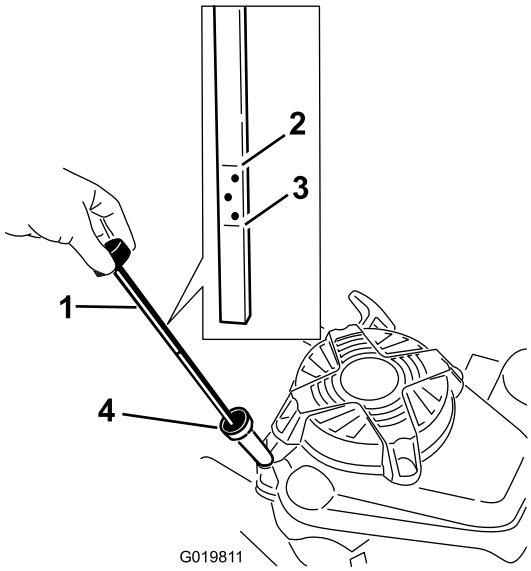

Figura 10
Prima di usare il tosaerba, verificate sempre che il livello dell'olio si trovi fra le tacche **Add** (rabboccare) e **Full** (pieno) sull'asta di livello (Figura 10).
2. Pulite attorno all'asta di livello (Figura 10).
6. Controllate il livello dell'olio sull'asta (Figura 10).